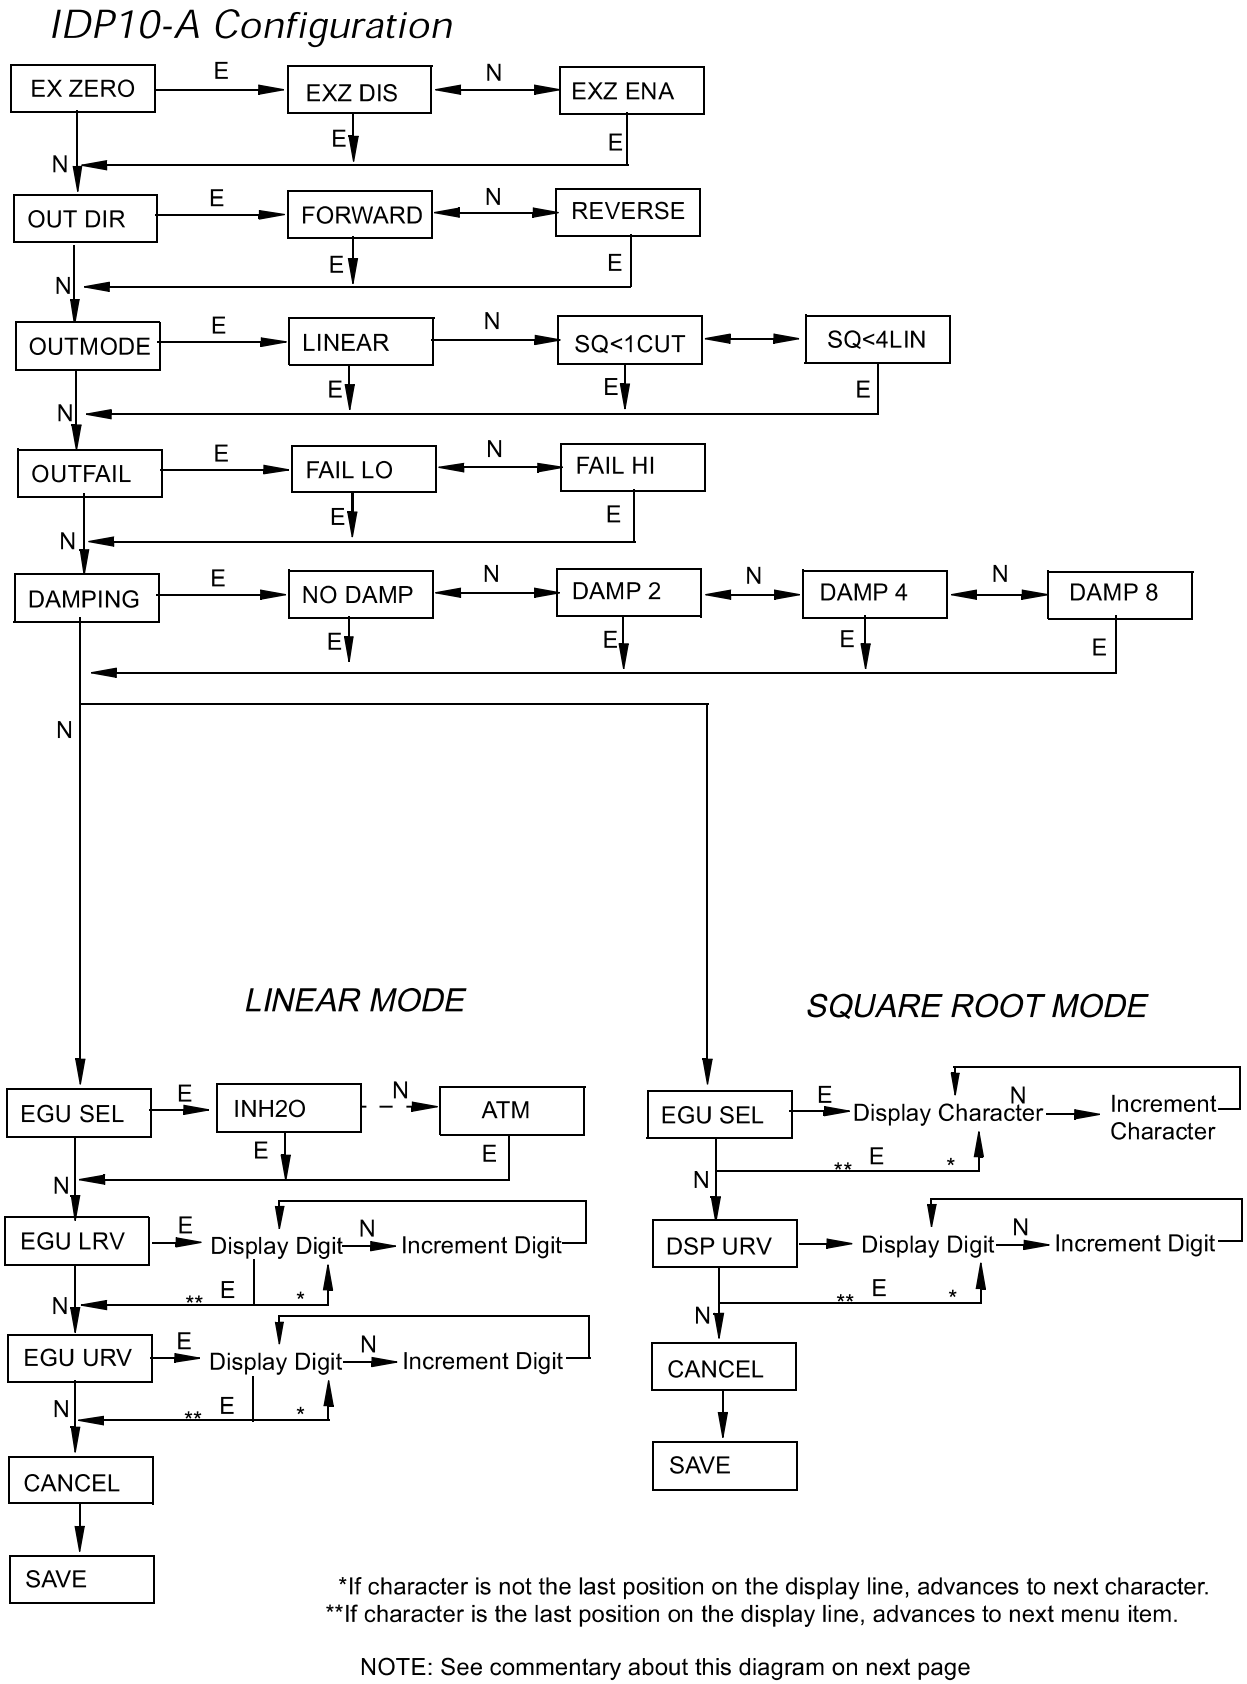
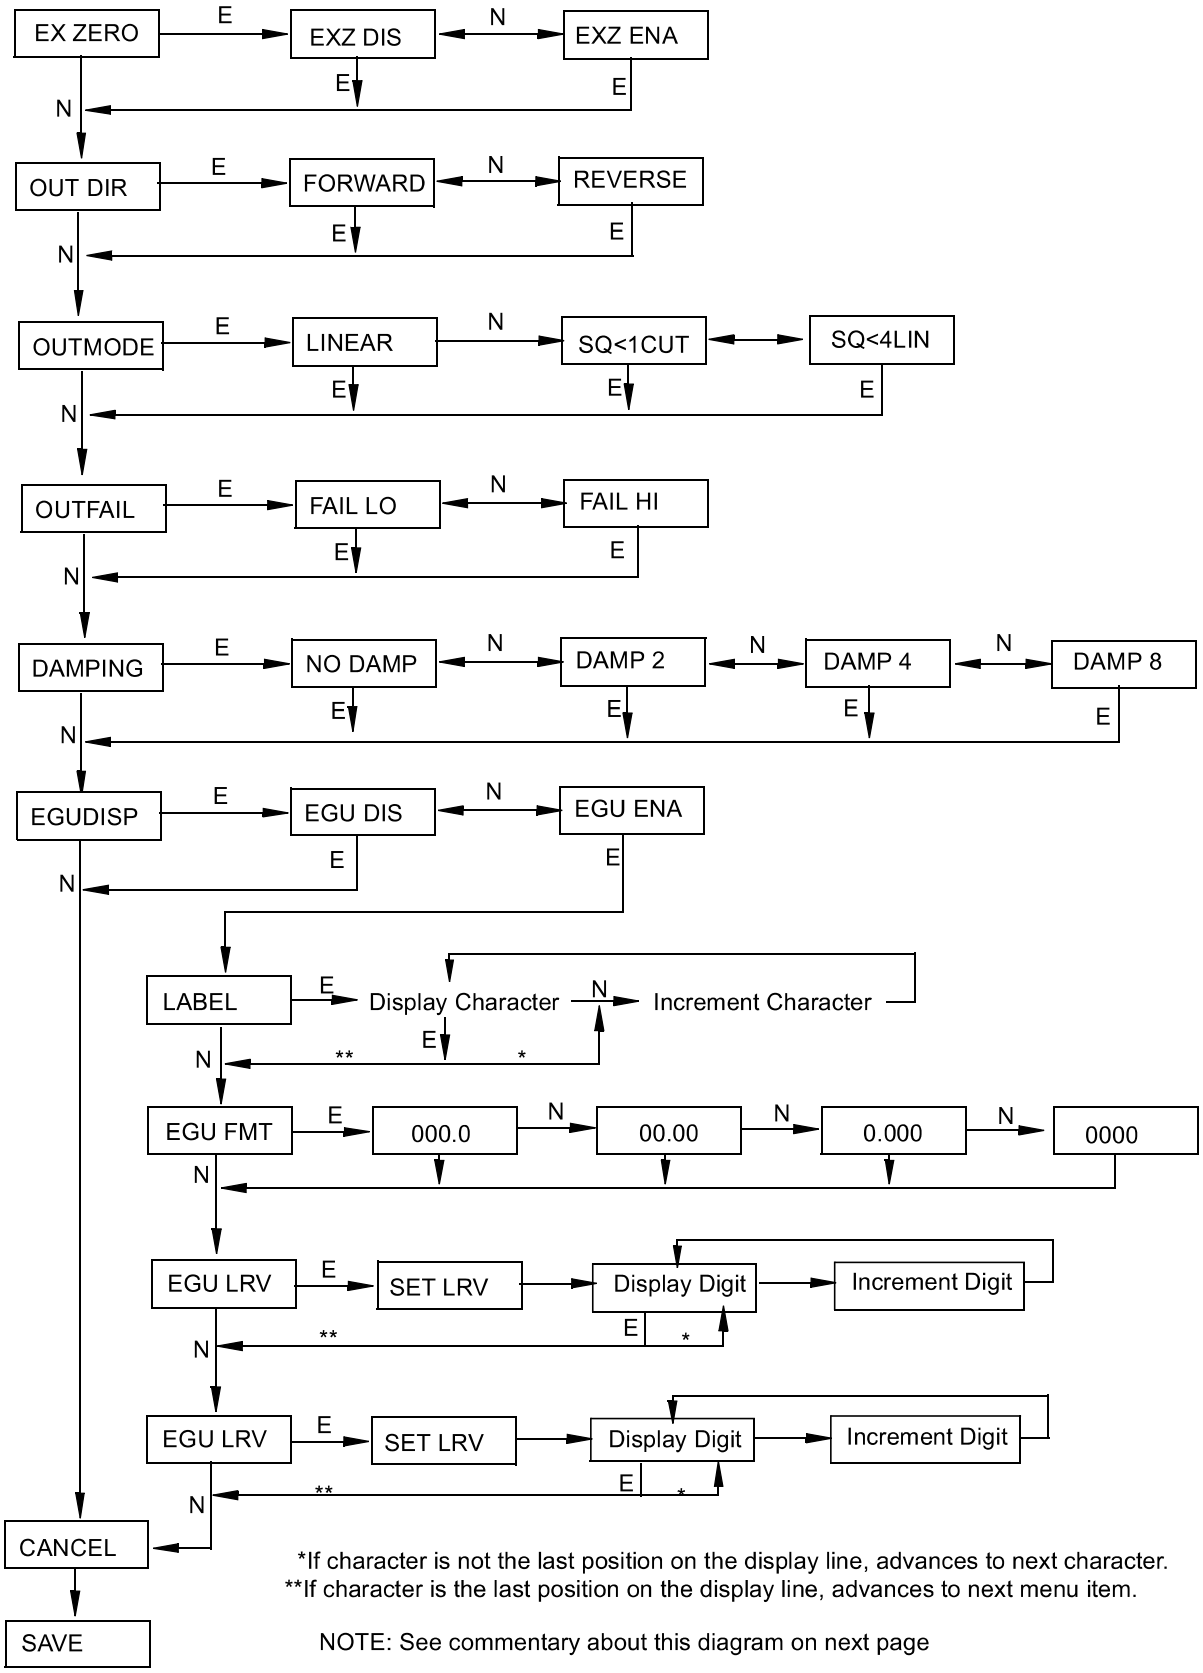

Figure 23. Configuration Structure Diagram
Figure 24. Configuration Structure Diagram
2. The IDP10-A transmitter can be reranged without the application of pressure. See EGU LRV and EGU URV in Figure 23.
Proceed to configure your transmitter by using the NEXT key to select your item and the ENTER key to specify your selection per Figure 23 (IDP10-A) and Figure 24 (IDP10-I). At any point in the configuration you may CANCEL your changes and return to the online mode or SAVE your changes.
Commentary on Figure 23
NOTE: If you wish the output and display to be in square root, it is necessary to first configure OUTMODE as LINEAR and follow the LINEAR MODE path in Figure 23 to establish the pressure LRV and URV. Then go back and configure OUTMODE as one of the square root mode selections and follow the SQUARE ROOT MODE path.
Commentary on Figure 24